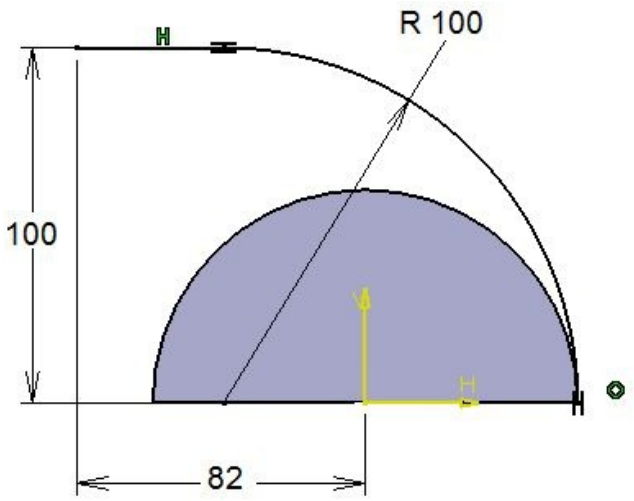

Figure 9-56 *Sketch of the center curve*
b. Create the rib feature, refer to Figures 9-56 through 9-59.
1. Select the zx plane as the sketching plane and draw the sketch of the center curve, as shown in Figure 9-56. Exit the **Sketcher** workbench.